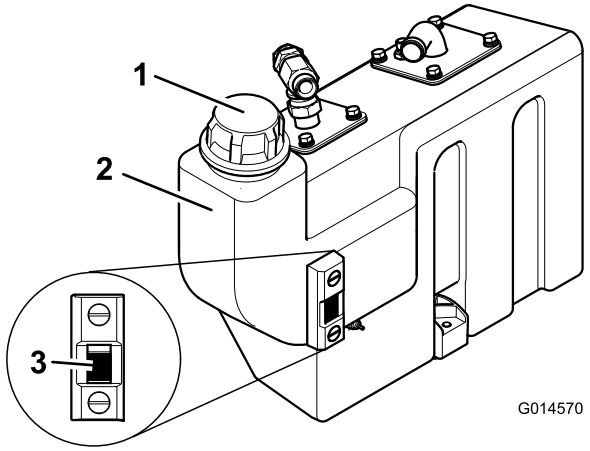

**Figuur 26**
- Mobil EAL Envirosyn H 46 (VS)
3. Als bijkomende hydraulische olie nodig is, maak dan de omgeving van de vulbuis en de dop van de hydraulische tank schoon (Figuur 26) en verwijder de dop.